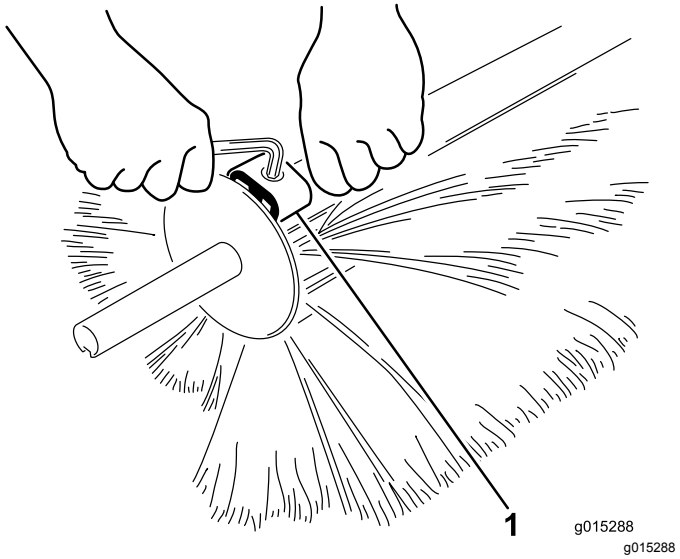

**Figur 29**
3. Løsne klemmene med en sekskantnøkkel, og fjern den fra børstehalvdelen (Figur 29).